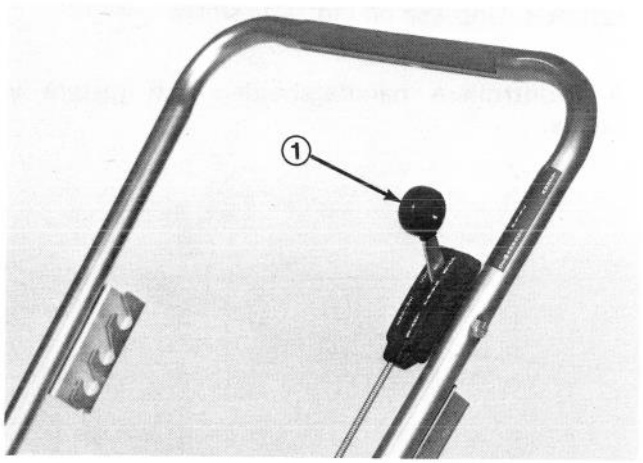

Bild 5
**Gasreglage** (Bild 5) – Gasreglaget användes till att stoppa motorn och att kontrollera knivroteringen. Reglaget förs framåt för att öka motorns hastighet och tillbaka för att minska motorns hastighet.